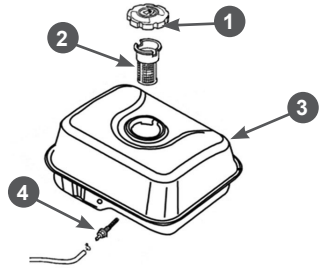

Рис. 11 Фильтры топливные
В топливном баке установлены два сетчатых топливных фильтра. Один фильтр устанавливается в заливной горловине топливного бака. Второй фильтр конструктивно объединен со штуцером топливного бака и установлен внутри бака (Рис. 11).
Через каждые 300 часов работы необходимо производить очистку топливного бака от грязи и конденсата. Одновременно с очисткой топливного бака необходимо проверять и очищать фильтр 4, установленный внутри бака (Рис. 11). Поврежденный или сильно загрязненный фильтр необходимо заменить.
3. Выкрутите из топливного бака выходной штуцер 4 и произведите его очистку (Рис. 11). Внимательно осмотрите сетчатый фильтр. При обнаружении механических повреждений замените штуцер топливного бака.